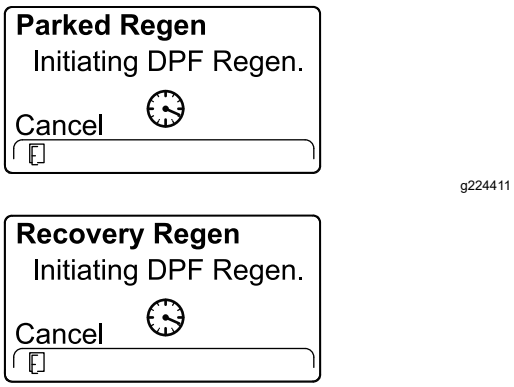

Figuur 64
5. Het InfoCenter toont de boodschap INITIATING DPF REGEN (Figuur 64).